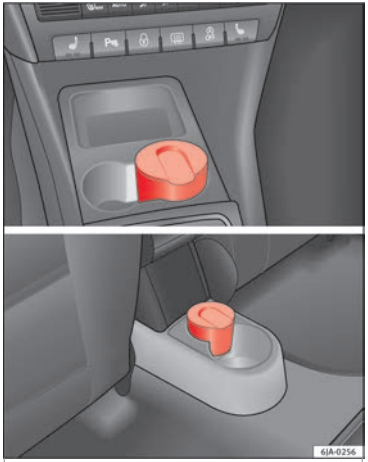

Fig. 153 Centre console: front ashtray/rear ashtray.
– Pull the ashtray ››› **Fig. 153** upwards to remove.